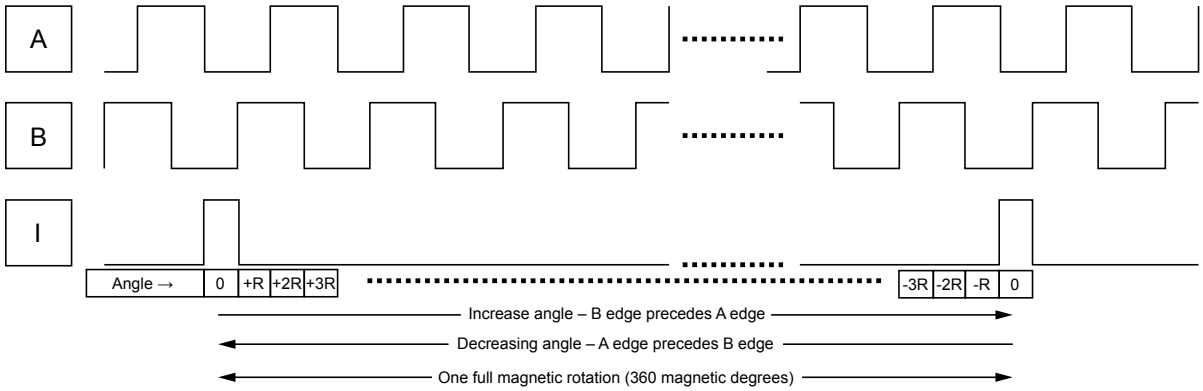

Figure 5: One Full Revolution
The AAS33051 offers an incremental output mode in the form of quadrature A/B and index (I) outputs to emulate an optical or mechanical encoder. The A and B signals toggle with a 50% duty cycle (relative to angular distance, not necessarily time) at a frequency of 2N cycles per magnetic revolution, giving a cycle resolution of $(360 / 2^N)$ degrees per cycle. B is offset from A by ¼ of the cycle period. The I signal is an index pulse that occurs once per revolution to mark the zero (0) angle position. One revolution is shown in Figure 5.